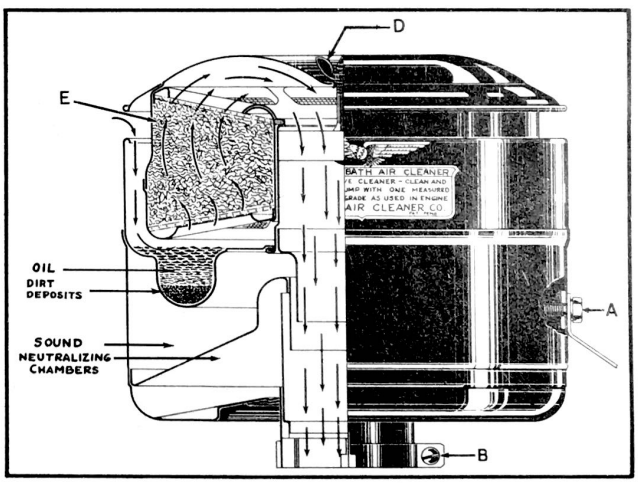

Figure 71 - Air Cleaner-Oil Bath Type
Remove the brace screw (A), Figure 71, and loosen the clamp screw (B). Remove the wing nut (D).